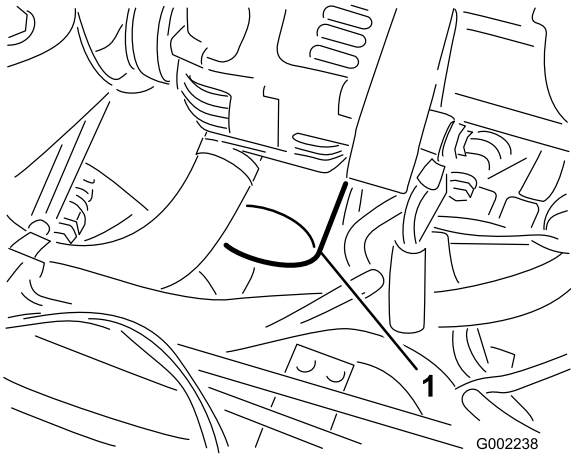

Figur 40
7. Ta bort det gamla oljefiltret (Figur 40).
10. Sätt i det nya filtret i filteradaptern. Vrid oljefiltret medsols tills gummipackningen kommer i kontakt med filteradaptern. Dra sedan åt filtret ytterligare ett halvt varv (Figur 40).